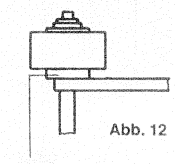

Abb. 12
- Bei Einbau der Andruckrolle den überhöhten Mittelteil (Abb. 12) zuerst aufsetzen